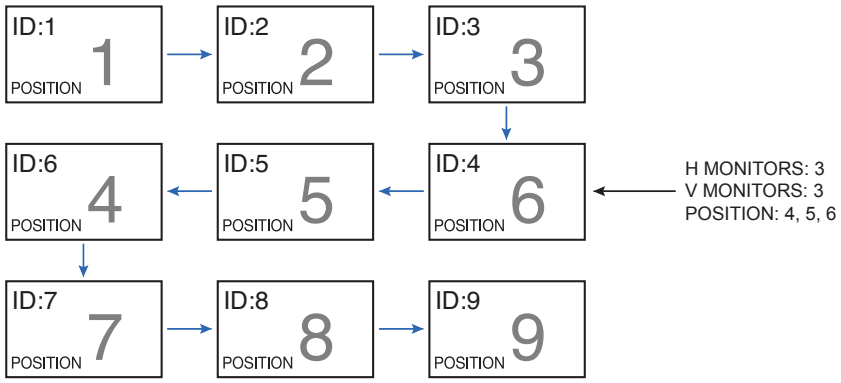

**Figure 1**
**TIP:** [POSITION] needs to be changed manually. Please refer to the **figure 1**.
A portrait configuration is the same in Figure 1.